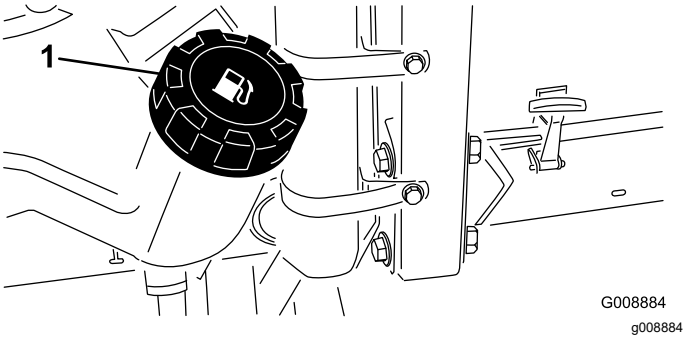

Figure 29
2. Nettoyez la surface autour du bouchon du réservoir de carburant (Figure 29).